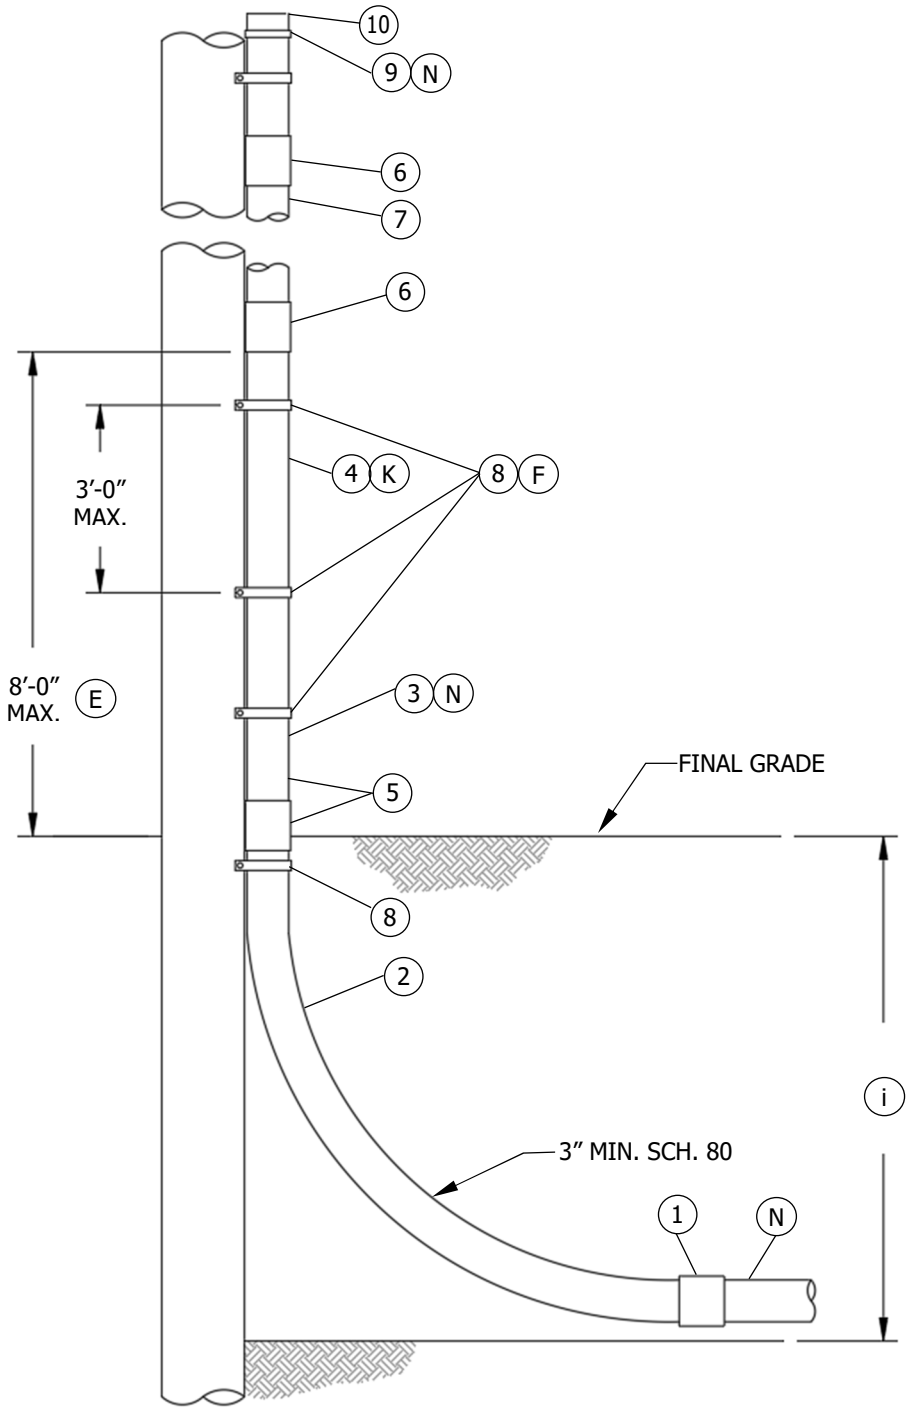

FIGURE 5
(K) USE FIGURE 5 ALTERNATE CONSTRUCTION FOR A SINGLE RISER WHEN:
1. FIELD CONDITIONS DO NOT ALLOW ROOM FOR LADDER ARM BRACKETS (I.E., CONDUIT WOULD EXTEND INTO THE STREET, SIDEWALK, DRIVEWAY, ETC.). THIS INSTALLATION WOULD BE LIMITED TO ONE SDG&E RISER, UP TO 3 INCHES. (NO OTHER RISER(S) LARGER THAN 3 INCHES WOULD BE ON THE POLE.) ONE HALF OF THE POLE MUST REMAIN CLEAR FOR CLIMBING SPACE, AND G.O. 95 REQUIREMENTS MUST BE FOLLOWED.